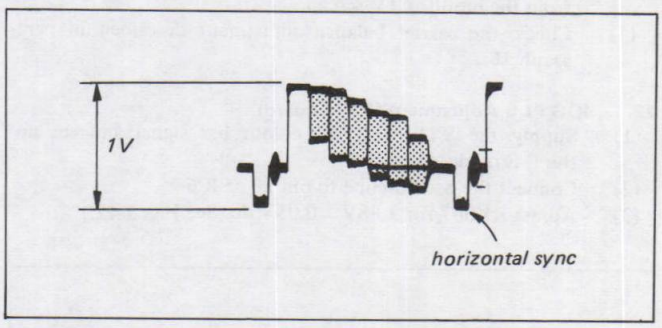

Fig. 5-40. Playback Y signal level adjustment
(1) Play back the colour bar signal from the alignment tape.
(2) Connect the oscilloscope to VIDEO OUT.
(3) Adjust RV020 for 1.0V ± 0.05Vp-p. (See Fig. 5-40.)